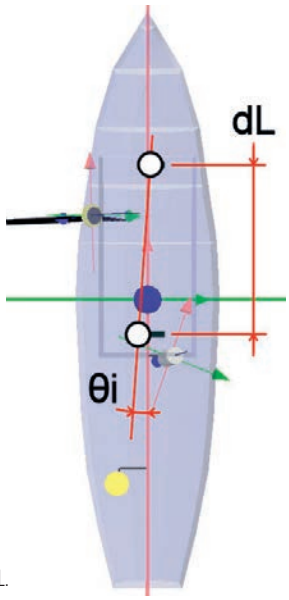

Figure 4: Attitude induced heading error from ratio dZ/L.
From [6], it becomes clear that the height difference (dZ) should be kept to a minimum, preferably zero. It also becomes clear that the baseline length (L) should be as large as possible, which is also beneficial for the heading accuracy of the system. Even when the momentary pitch or roll misalignment angle can be fed into the system, the system will not be able to distinguish between attitude induced heading error or an actual heading change. The attitude induced heading error with respect to ratio dZ/L is shown in Figure 4.